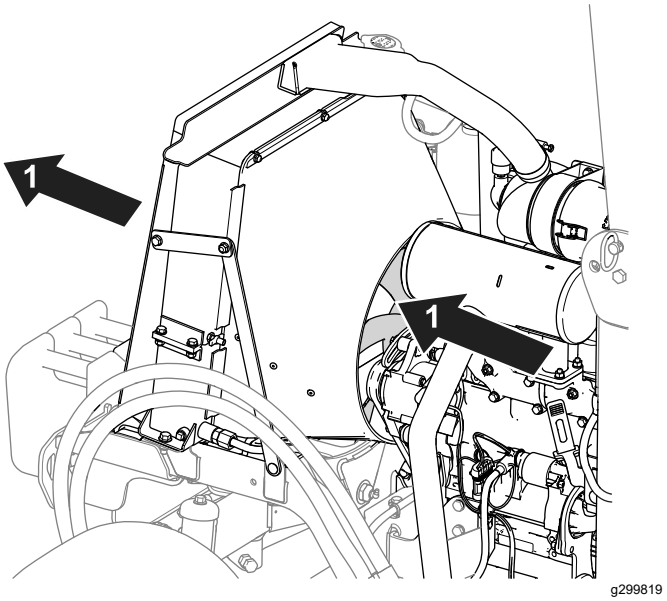

Figur 70
- Använd tryckluft för att rengöra kylflänsarna. Rikta luften ut från maskinen (Figur 70).